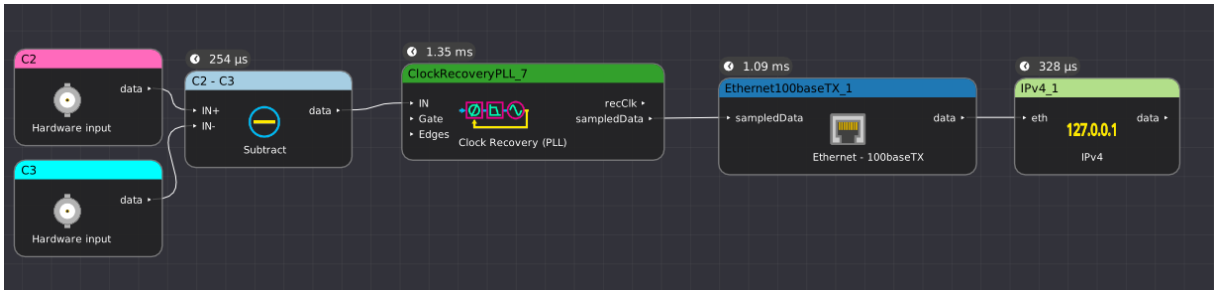

Figure 26.105: Example filter graph showing usage of 100baseTX decode
- **v0.2:** This filter no longer needs the clock input that was required in v0.1. Instead, simply pass the sampledData output of the Clock Recovery (PLL) directly to the 100baseTX decode, as shown in Fig. 26.105.